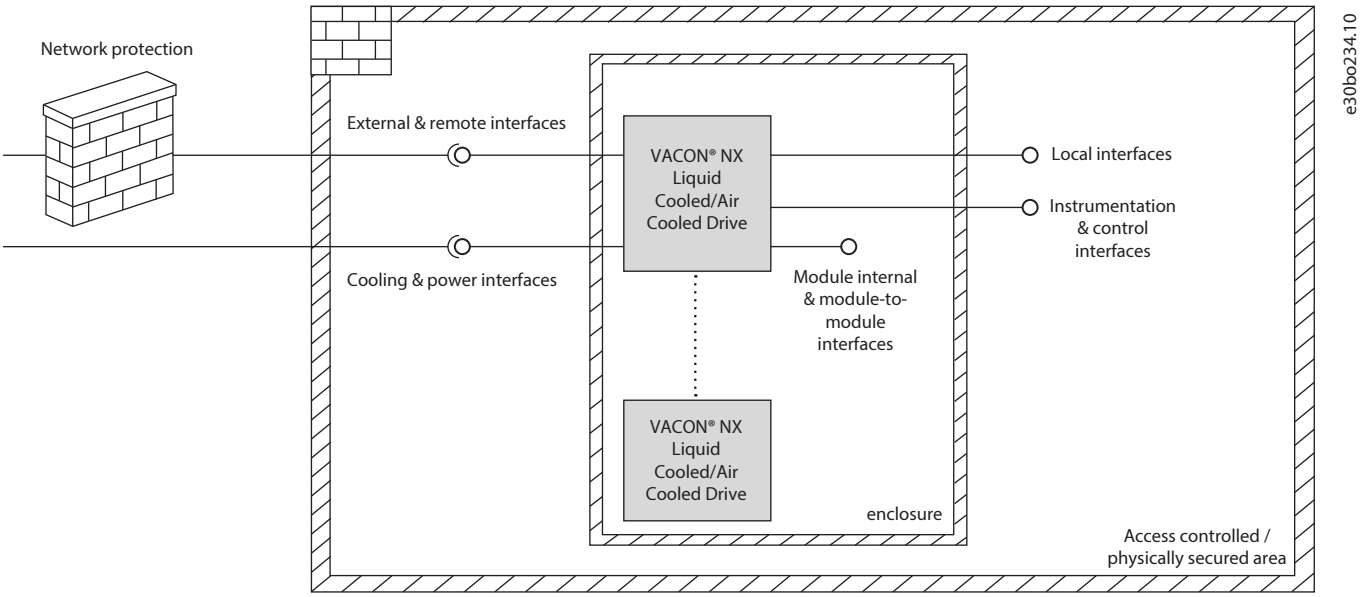

Figure 3: Generalization of Supported Applications
- The VACON® NX products are intended to be installed in an enclosure within an access-controlled area that provides physical security accessible only to authorized and trained personnel. See Figure 3.